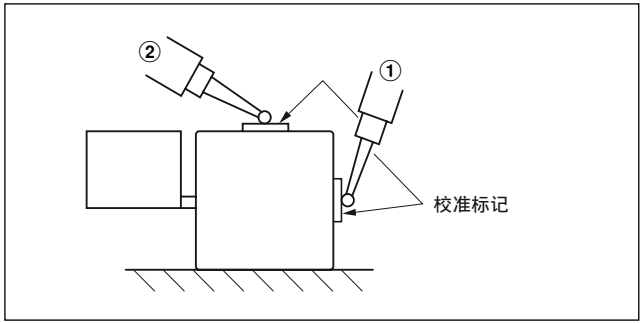

图 3-7 测定直线标尺部分与机械的滑动
在直线标尺部分侧面的校准标记位置 (图 3-7 的 ①) 直接放上杠杆式千分表或千分表调节直线标尺部分对机械滑动的平行度。
请在图 3-7 中 ② 的位置上放上杠杆式千分表或千分表测量各校准标记，在底脚的下部放入隔板等使平行度达到 0.08 mm 以内。